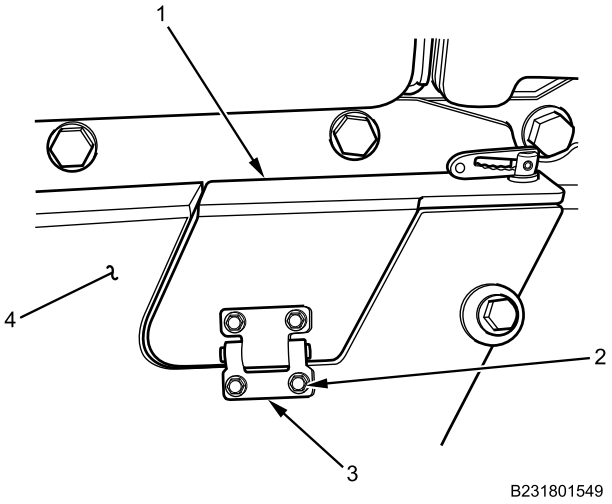

Figure 3. Battery Box Access Door.
1. Install hinge (Figure 3, Item 3) on access door (Figure 3, Item 1) with two bolts and new locknuts (Figure 3, Item 2). Tighten locknuts securely.
2. With assistant, install access door (Figure 3, Item 1) and hinge (Figure 3, Item 3) on battery box armor door (Figure 3, Item 4) with two bolts and new locknuts (Figure 3, Item 2). Tighten locknuts securely.